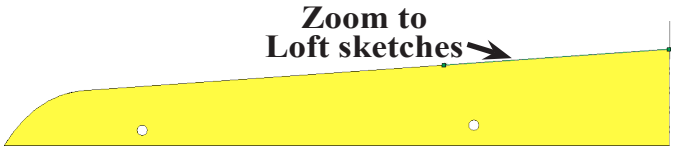

Fig. 56
Step 4. Zoom in around **loft sketches at rear**, **Fig. 56**. To **zoom**, click a guide curve sketch and click **Zoom to Selection** (**Q**) on the View toolbar to zoom to sketch.